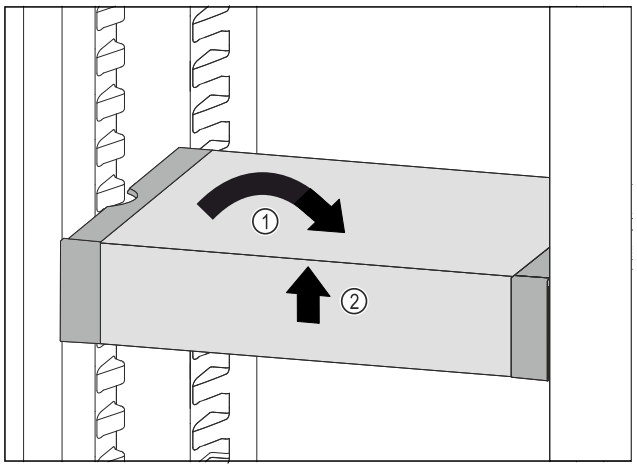

Fig. 95
▶ Poziționați drept VarioSafe. *Fig. 95 (1)*
▶ Ridicați în față VarioSafe. *Fig. 95 (2)*